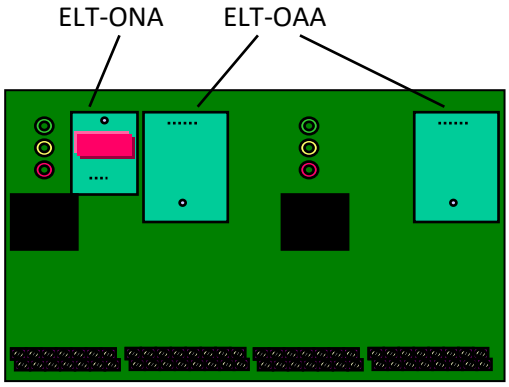

Fig. 4: Optional Features
- Insert the additional PCB in the space provided for it (**see Fig. 4**). Proceed with extreme caution when doing so. Make sure that none of the plug connections are bent or damaged.